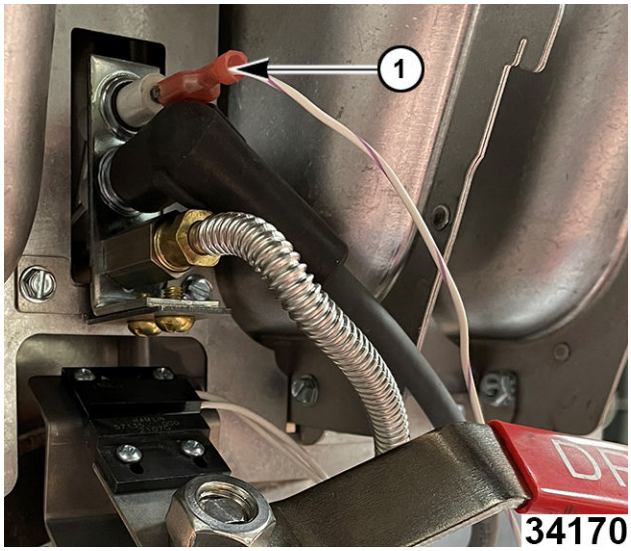

Fig. 21
2. Remove flame sense wire (1, Fig. 21).